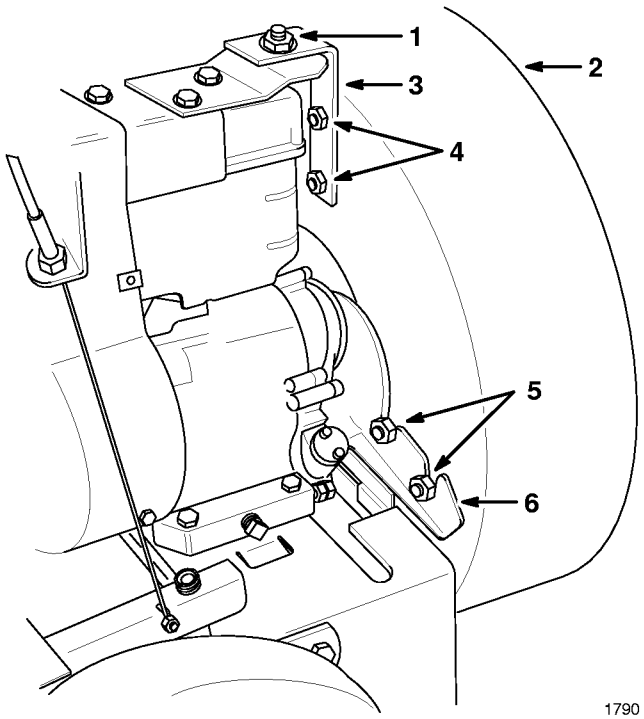

Abbildung 17
6. Bundmutter entfernen, die das Gebläsegehäuse am Motorwinkel befestigt (Abb. 17).
7. Die zwei Kontermuttern lösen, mit denen das Gehäuse am Motorwinkel befestigt ist. Motorwinkel abnehmen und in der Nähe für erneute Verwendung aufbewahren. Dann die Kontermuttern auf die Geäusebefestigungsbolzen aufschrauben (Abb. 17).
8. Die zwei Kontermuttern abschrauben mit denen das Gehäuse am Stabilisierungsträger befestigt ist (Abb. 17).